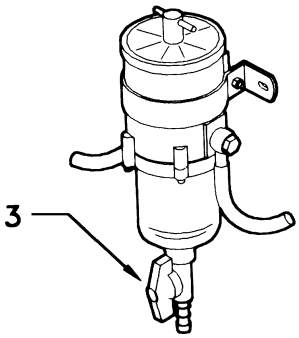

Fig. 7.6
Loosen the wing nut (3) (Fig. 7.6) located at the lower side of the glass vessel and let go all the acrued water. Shut again off the wing nut and check it does not drip.